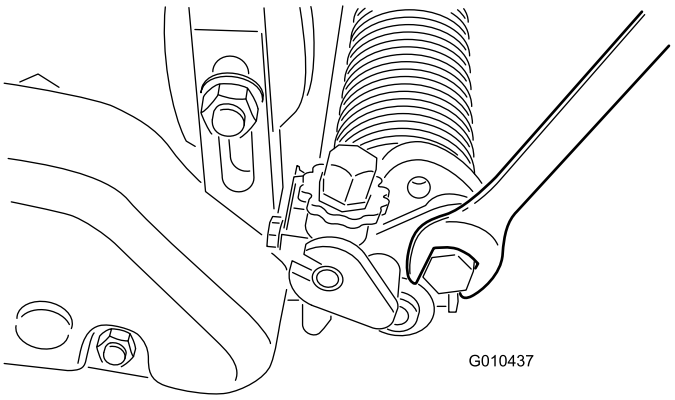

Figur 23
A. Lossa bultarna på höger och vänster trimningsarm (Figur 23).